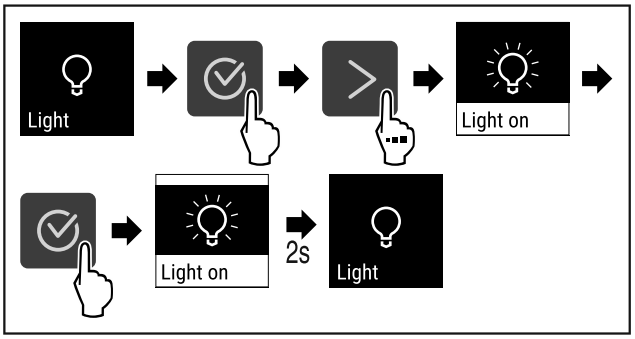

Fig. 69
▶ Suivre les étapes (voir Fig. 69) .